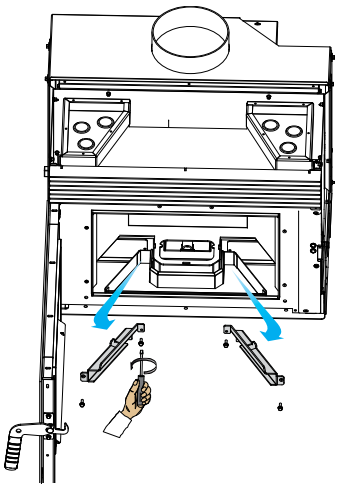

Afb. 7.17
D) De brandwerende houders aan de zijkant van de binnenplaten verwijderen (Afb. 7.17)